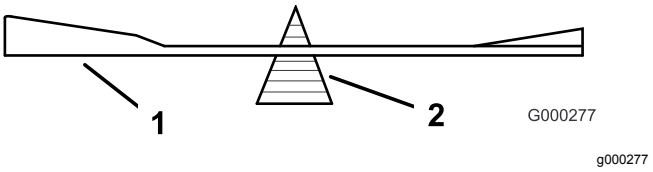

Figuur 80
2. Controleer de balans van het mes met een mesbalans (Figuur 80).